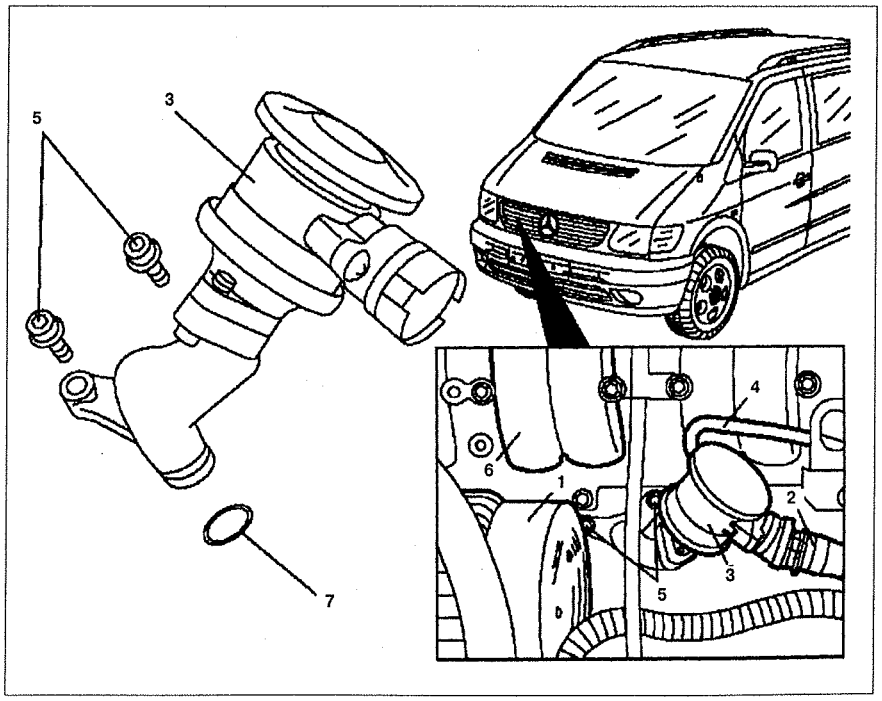

Рис. 3.47. Клапан проверки количества подаваемого воздуха:
1. Снимите генератор **1** (см.рис. 3.47).